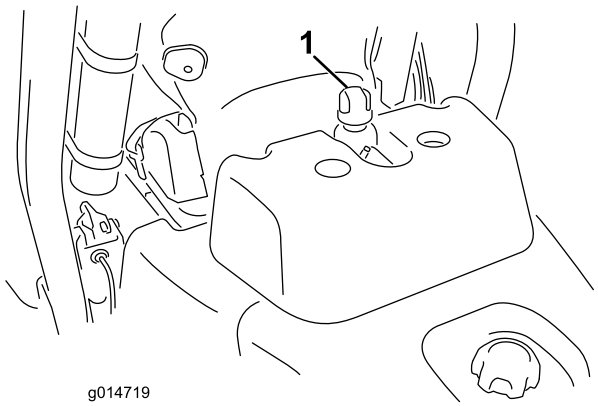

Figuur 29
2. Verwijder de dop van het reservoir (Figuur 29).